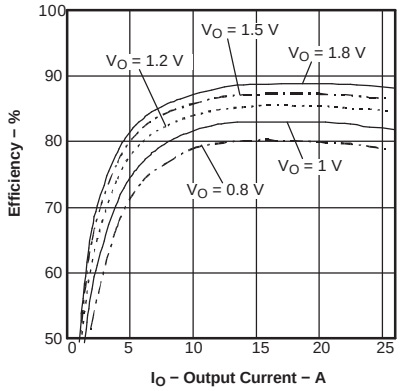
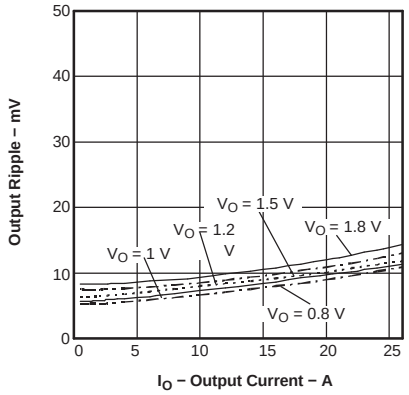
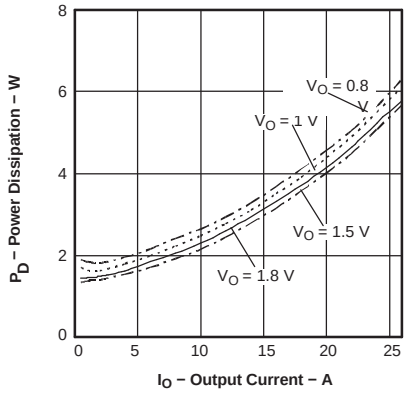

Figure 6.
Figure 7.
Figure 8.
(1) Characteristic data has been developed from actual products tested at 25°C. This data is considered typical data for the converter. Applies to Figure 6, Figure 7, and Figure 8.